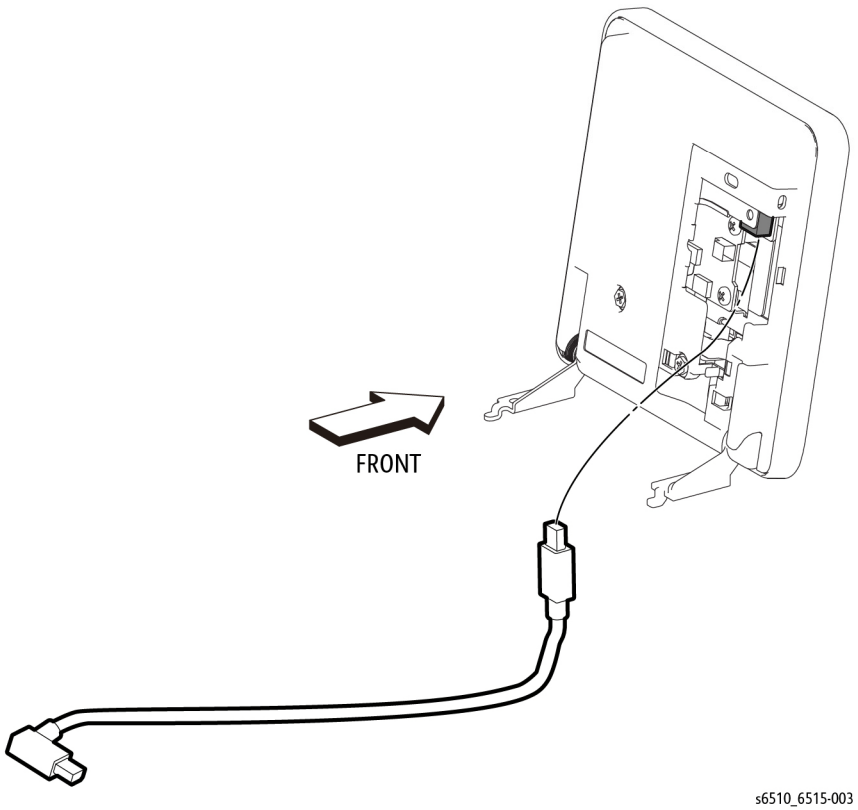

Figure 2 Remove the UI Harness (MFP)
9. Refer to Figure 2 to unplug the top end of the UI Harness from the UI Console Assembly and remove the harness.